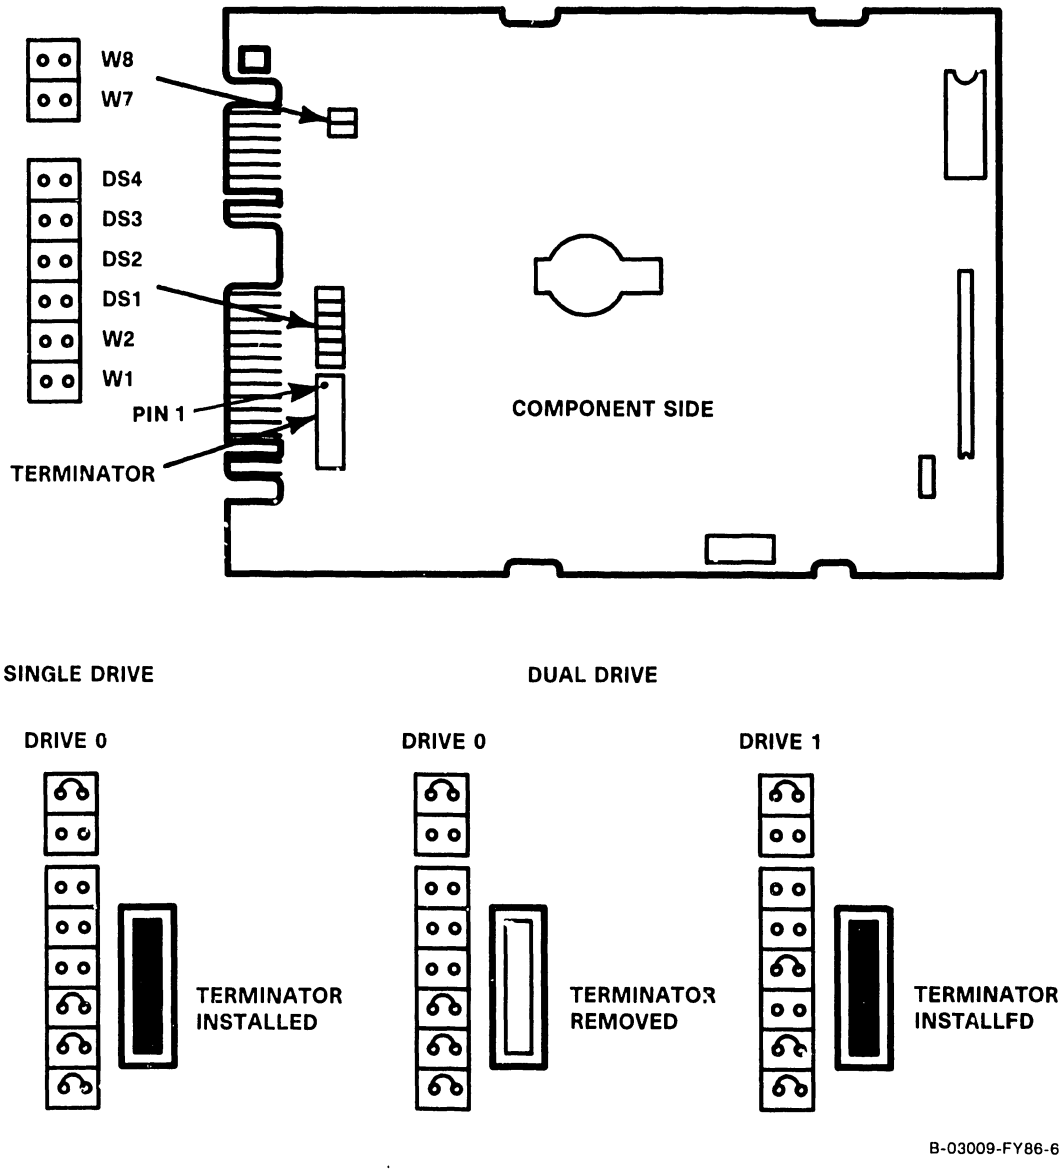

Figure 7-27. 67.5M Winchester Drive Terminator/Jumper Locations
Two winchester drive configurations are available, a single drive (drive 0) and a two drive system (drive 0 and drive 1). The single drive system (Drive 0) must have the terminator chip installed at PCA Location RN1 with Drive Select (DS) jumpers as illustrated in figure 7-27. The two drive system requires the terminator be installed in drive 1 and removed from drive 0 with Drive Select jumpers configured as illustrated in figure 7-27.